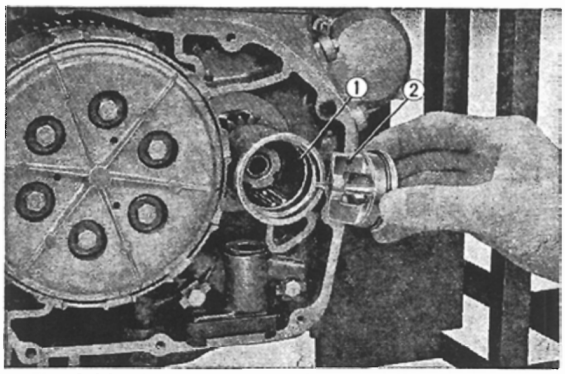

Fig. 3.79 Assembling the oil filter cap
3. Aligned filter cap head to the groove incorporated within the rotor wall, assemble the filter cap, install set the circlip. **(Fig. 3.79)**